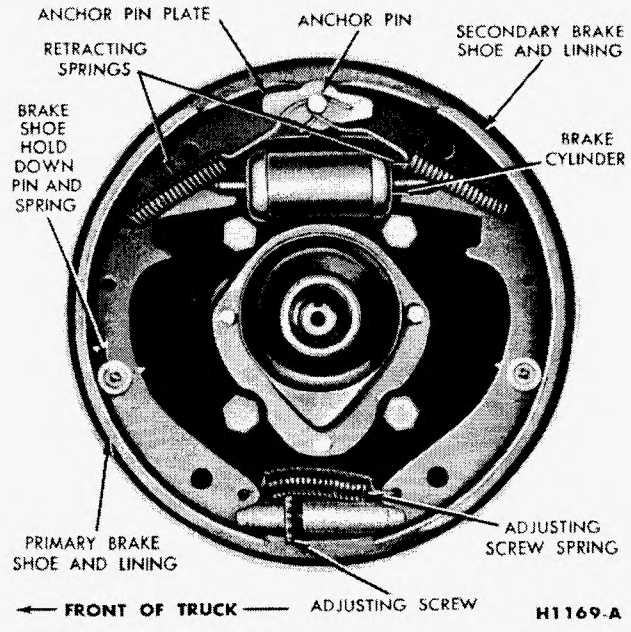

FIG. 27—Duo-Servo Single Anchor Brake Assembly
3. Remove the anchor pin plate (Fig. 27 or 28).
1. Place the adjusting screw, socket, and nut on the brake shoes so that the star wheel on the screw is opposite the adjusting hole in the carrier plate, then install the adjusting screw spring (Figs. 27 and 28).